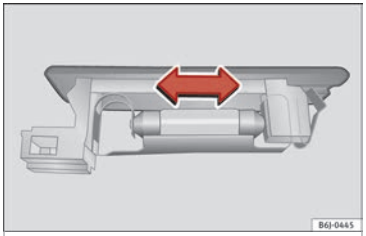

Fig. 104 Boot light.
– Press the bulb sideways and remove it from its housing ››› **Fig. 104**.